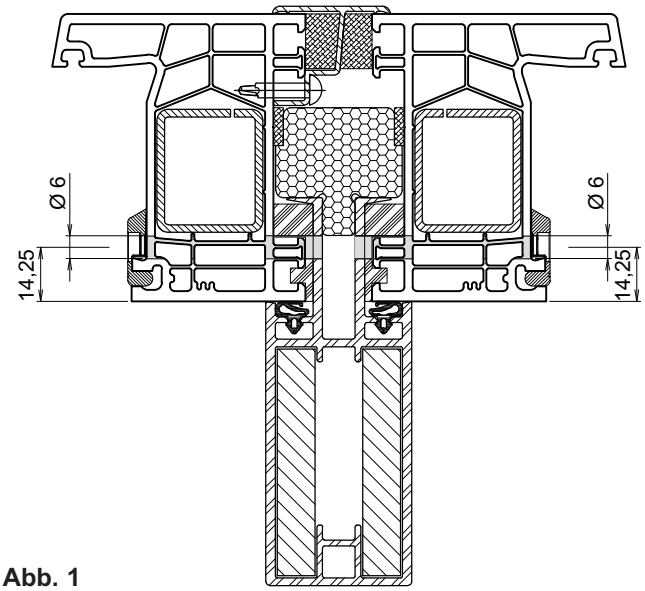

Abb. 1
7. Durchbohren Sie (Dübelkammeradapter verwendet als Bohrlehre) mit Ø 6 mm den Rahmen sowie die Kopplung von beiden Seiten (Abb. 1).